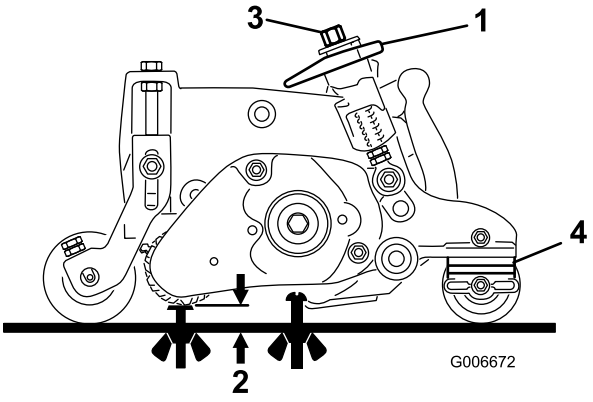

Figur 40
3. Drej quick-up-håndtagene (Figur 40) til den aktiverede position (håndtaget peger mod klippeenhedens forende). **Brug skemaet over anbefalede områder for klippe- og trimmehøjder ved indstilling af målestangen.**
4. I den ene ende af trimmerknivcylinderen måles afstanden fra den nederste spids af trimmerkniven til arbejdsfladen (Figur 40). Drej højdejusteringsknappen (Figur 40) for at hæve eller sænke trimmerknivens spids til den ønskede højde.